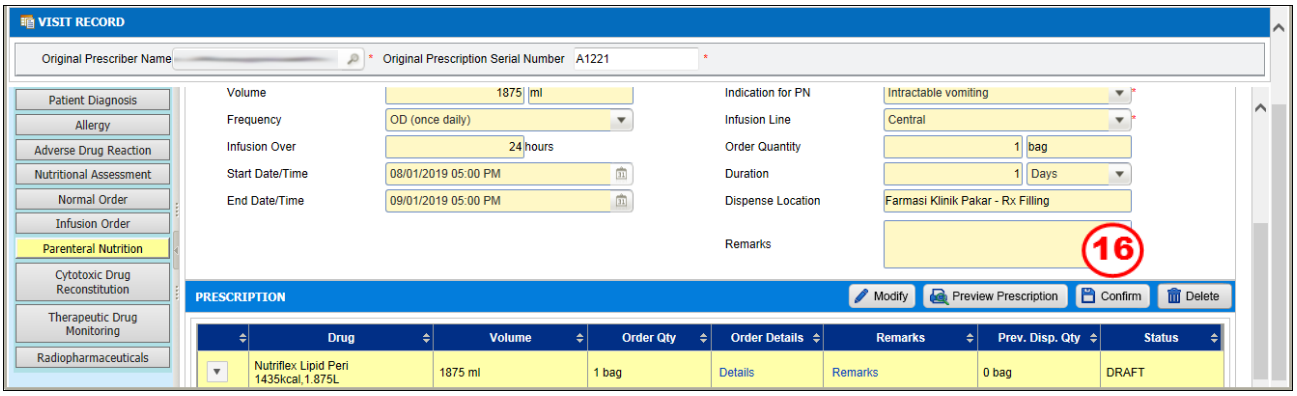

Figure 4.3-11 PN Order : Commercial
*link and 'PN Order Details' screen will be displayed as per Figure 4.3-11.*
- *Click on the* *link and 'PN Remarks' screen will be displayed as per Figure 4.3-11.*
Click on the Confirm button to confirm record order and alert message will be appeared as per Figure 4.3-11